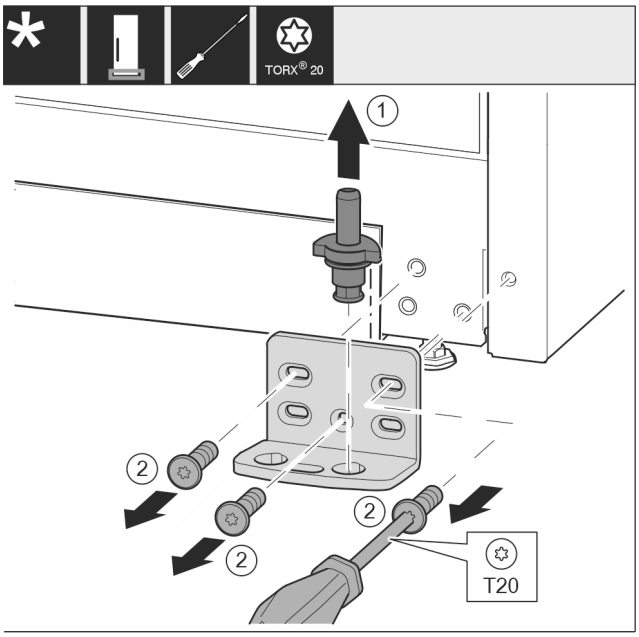

Fig. 17
- ▶ Lagerbolzen komplett nach oben herausziehen. *Fig. 17 (1)*
- ▶ Schrauben mit Schraubendreher T20 herausdrehen und Lagerbock abnehmen. *Fig. 17 (2)*